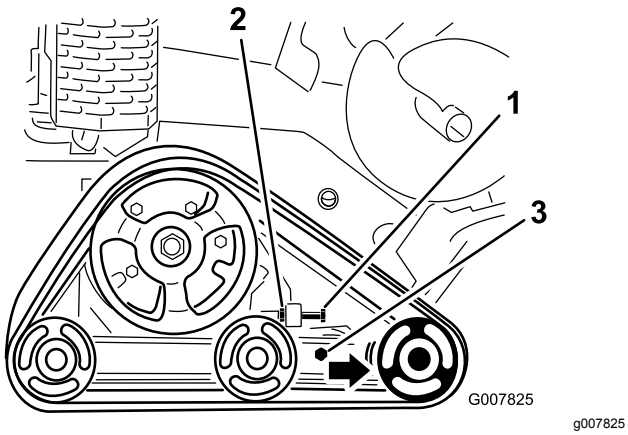

Figuur 46
3. Draai de contramoer van de spanbout van de rupsband en de klembouten van de spanarm los (Figuur 46).
4. Draai de spanbout aan met 32,5 Nm tot 40 Nm om de rupsband aan te spannen (Figuur 46).
4. Neem de spanbout en de contramoer weg (Figuur 46).
5. Draai de klembouten los (Figuur 46).